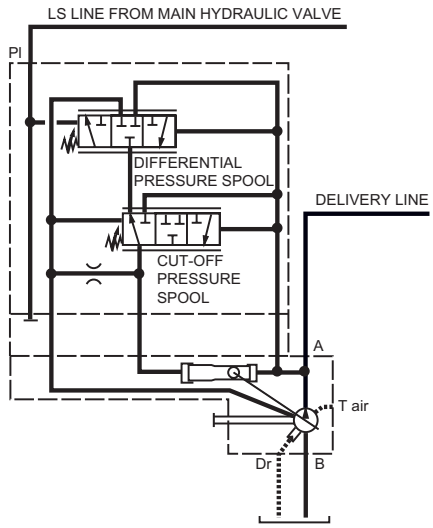

Fig. 5 - Pump Schematic - Regulated Condition
Regulated Condition - Refer to Figure 5. Pump pressure is still relatively low but the pressure drop across the main hydraulic valve increases. The cut-off pressure spool spring (18 and 20) preload still retains the spool (24) in its extreme right position. However, since the pressure drop is increased, the pressure on the right hand side of the differential pressure spool (23) (pump delivery pressure) overcomes the combination of spring (17 and 19) preload and pressure in the load sense line in the left hand side of the differential pressure spool (23). Therefore the spool (23) moves to the left, blocking the vent line and causing the pressure to the large side of the servo piston (61) to increase, overcoming spring (70 and 71) force. This reduces the swash plate (49) angle and hence the pump displacement.